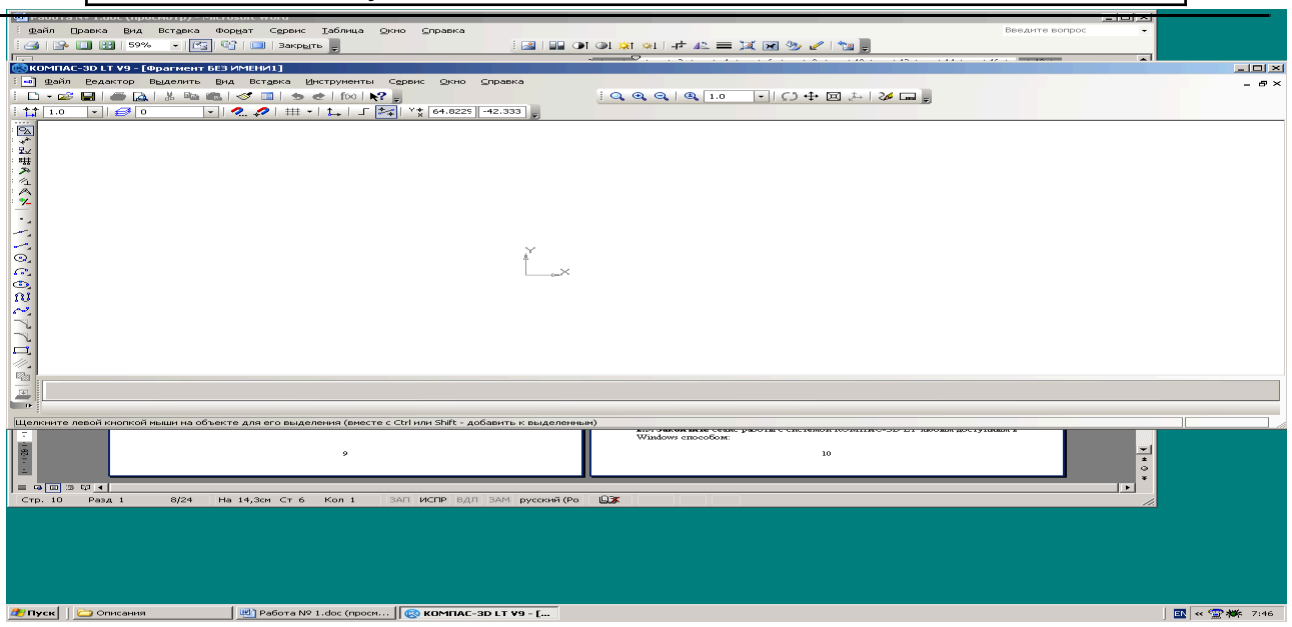

Рис. 1.10.
2.4. Выполните команду **Сервис⇒Профили** (рис. 1.7 *г*) и выберите в открывающемся списке профиль **default_lt**. Нажмите кнопку **Применить**, затем – кнопку **Выход**. Экран примет первоначальный вид (рис. 1.10).